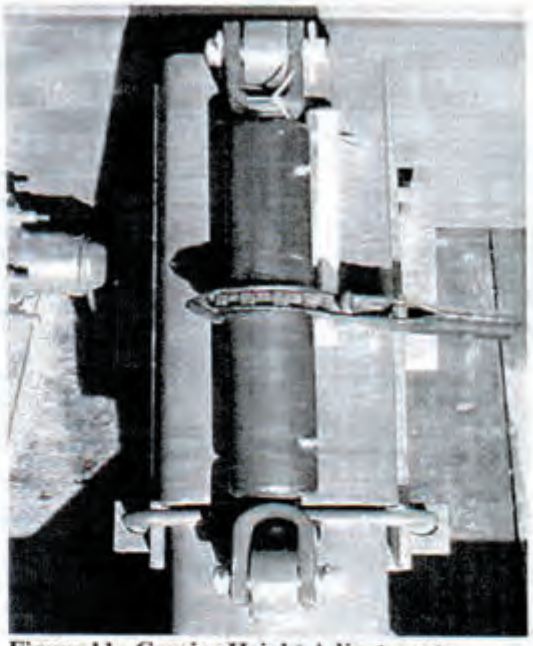

Figure 11. Carrier Height Adjustment.
2. Adjust the rear of the machine so the flail, when running, just sweeps the ground. This will be approximately 1" above the ground when not rotating. To adjust the height of the rear wheels **(see figure 11)**, loosen the 5/8" hex nuts on U-bolt **(shown in lower part of figure 11)**. Using the screwjack **(shown in center part of figure 11)**, move the machine up or down. Make sure both sides of the machine are moved the same distance. Be sure to tighten the U-bolts after adjustment is completed.